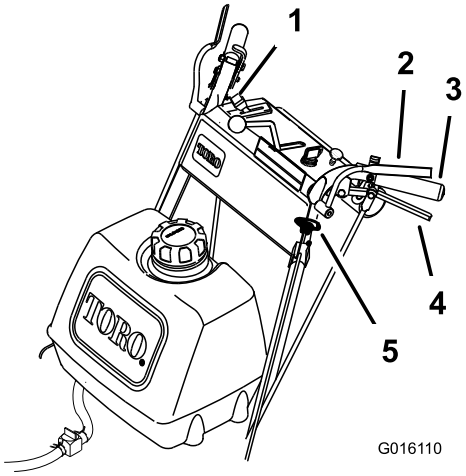

Figuur 12
1. Om de messen in te schakelen, knijpt u de dodemanshendels tegen de handgrepen (Figuur 12).
1. Duw de aftakasknop omlaag in de stand Uit (Figuur 12).
2. Laat de dodemanshendels los. De motor slaat af en de maaimessen stoppen (Figuur 12) terwijl de aftakas is ingeschakeld.